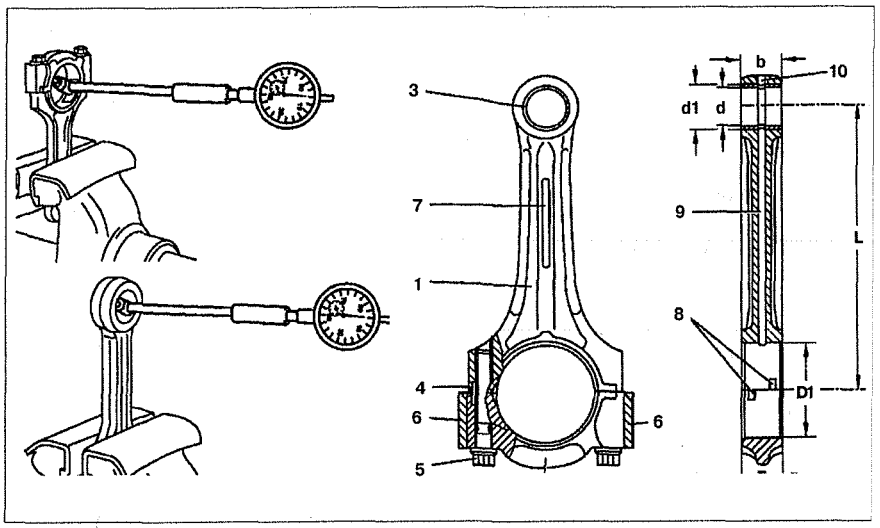

Рис. 2.55. Проверка шатунов.
4. Измерьте диаметр нижней шатунной шейки вместе с вкладышами (см.табл.2.3) (см.рис.2.55). Если максимально допустимый диаметр больше, сшлифуйте контактные поверхности шатунной крышка на 0.02 мм.
5. Проверьте внутренний диаметр втулки верхней головки шатуна (см.рис.2.55). Если он больше допустимого, замените втулку.